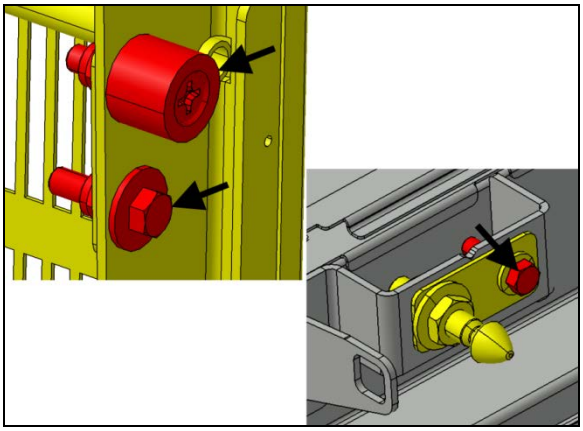

FIGURE 117:
13. Ouvrir la porte et procéder au serrage final des éléments identifiés par les flèches (Figure 117:).